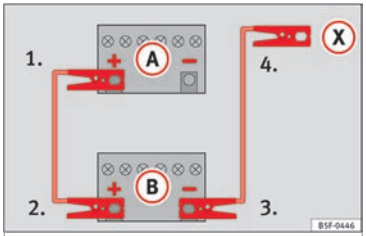

**Fig. 89** Diagram of connections for vehicles without Start-Stop system.
2. Connect one end of the *red* jump lead to the positive (+) terminal of the vehicle with the flat battery (A) ››› **Fig. 89**.
3. Connect the other end of the *red* jump lead to the positive terminal (+) in the vehicle providing assistance (B).
4a. *For vehicles without Start-Stop system:* connect one end of the *black* jump lead to the negative terminal (–) of the vehicle providing the current (B) ››› **Fig. 89**.